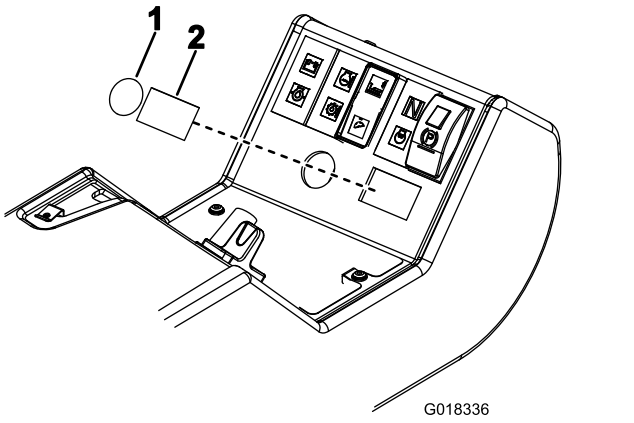

Figure 19
8. Sur le panneau de commande, retirez le cache rond (bouton d'avertisseur sonore) et le cache rectangulaire (interrupteur d'éclairage) montrés à la Figure 19.